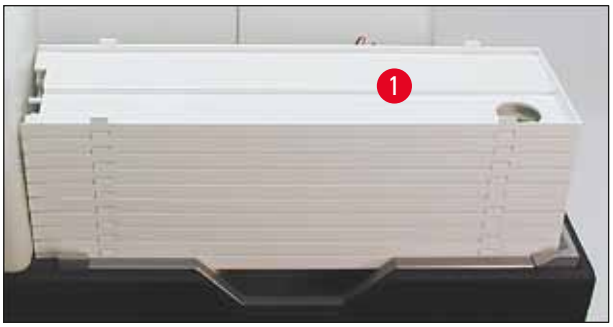

Fig. 42
1. Placér en stabel bakker (→ "Fig. 42-1") på løftebordet på aflæsningsstationen (→ "Fig. 42").